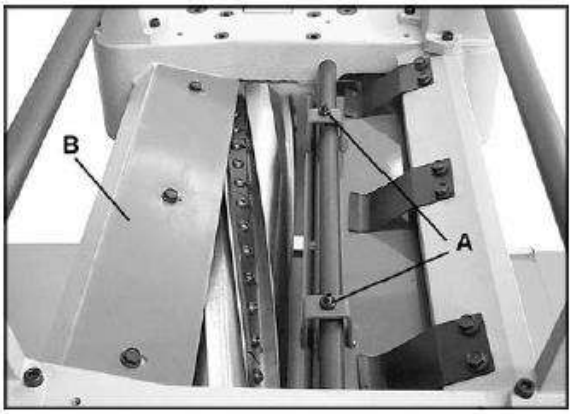

Рис. 28
2. Ослабьте контргайки (A, см. Рис. 28) с двух сторон стружколомателя и прокрутите установочные винты, чтобы поднять или опустить стружколоматель. Установочные винты следует прокручивать на одинаковое количество оборотов.
3. Когда стружколоматель коснется мерного блока, затяните обе контргайки (A, см. Рис. 28).
Щиток (B, см. Рис. 28) предотвращает попадание стружки на ролик разгрузки. Щиток следует установить на расстоянии приблизительно равном 1,6-3 мм от лезвия ножа. Удостоверьтесь, что передний край щитка скошен и повторяет форму строгального вала.